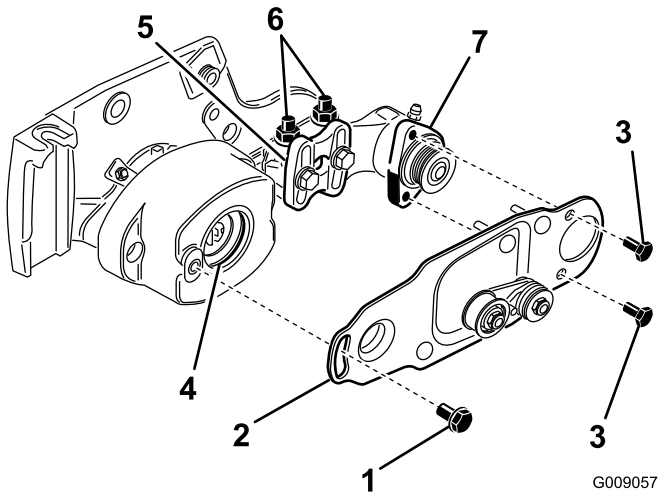

Figur 17
7. Fjern de (2) maskinskruer, der fastholder rullebørstens drejeplade til lejehuset (Figur 17).
8. Fjern den ansatsbolt, der fastholder rullebørstens drejeplade til lejehuset (Figur 17).
9. Afmonter drejepladen, mens styreremskiven stadig er monteret (Figur 17).